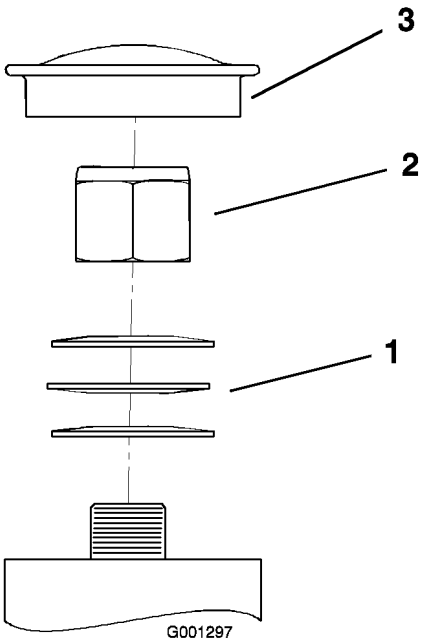

Figur 51
3. Fjern støvhætten fra styrehjulet, og spænd låsemøtrikken (Figur 51).
4. Spænd låsemøtrikken, indtil fjederskiverne er flade, og skru derefter 1/4 omgang ud for at indstille forspændingen på lejerne korrekt (Figur 51).
Vigtigt: Sørg for, at fjederskiverne monteres korrekt som vist i Figur 51.
5. Monter støvdækslet (Figur 51).